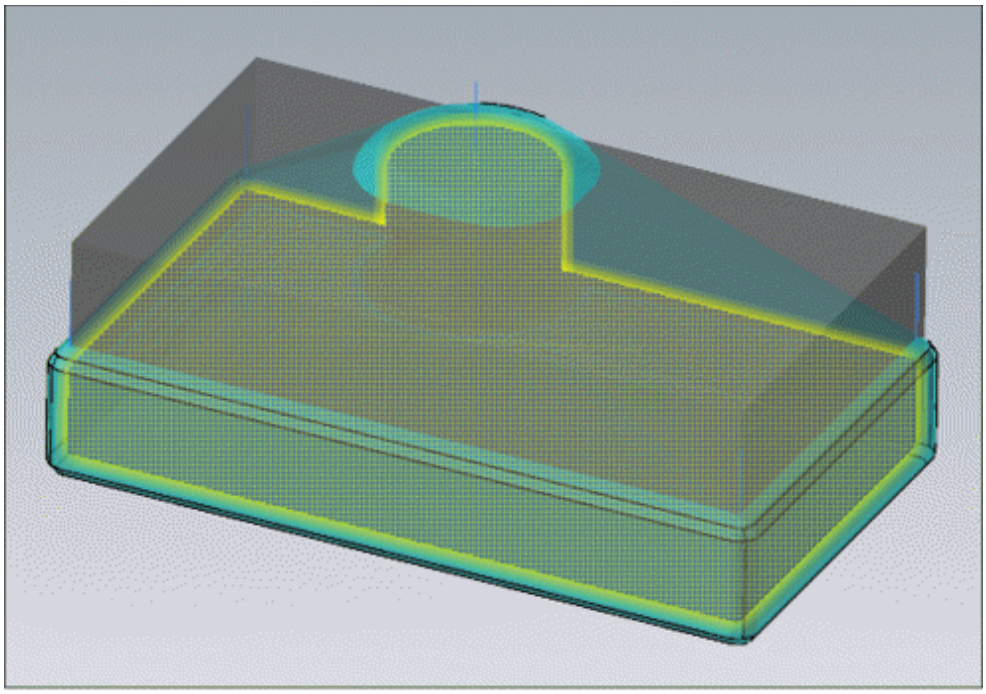

Figure-18. Preview of wrap safety zone
- Select the model to be used as reference for creating wrap shaped safety zone. Preview of the shape will be displayed; refer to Figure-18.